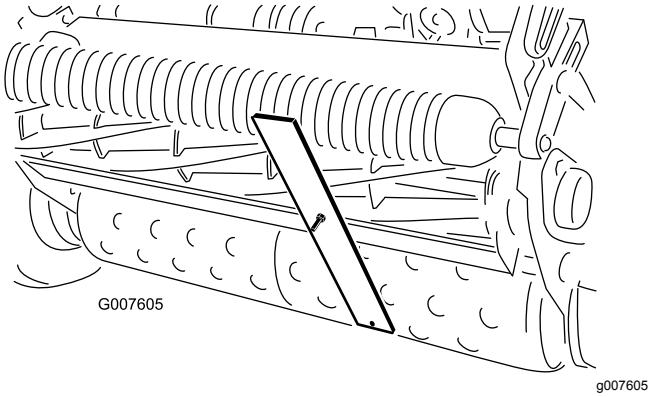

Figur 56
4. Haka på skruvhuvudet på underknivens skäregg och vila stångens bakände på den bakre valsen (Figur 56).